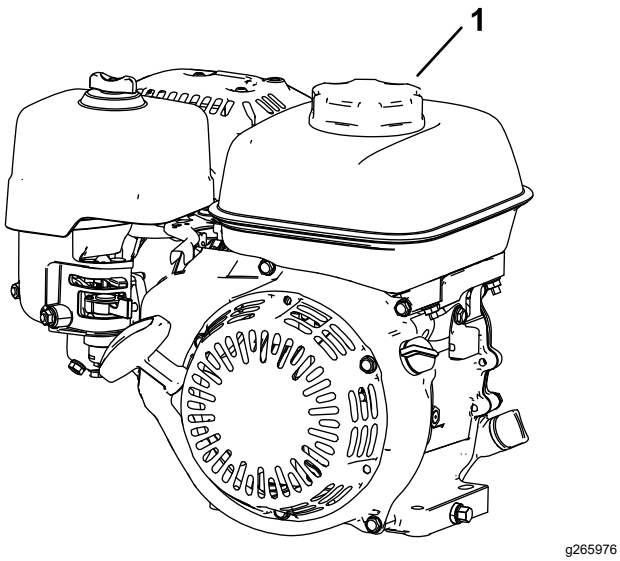

Figur 10
3. Gör rent runt tanklocket och ta bort det (Figur 10).